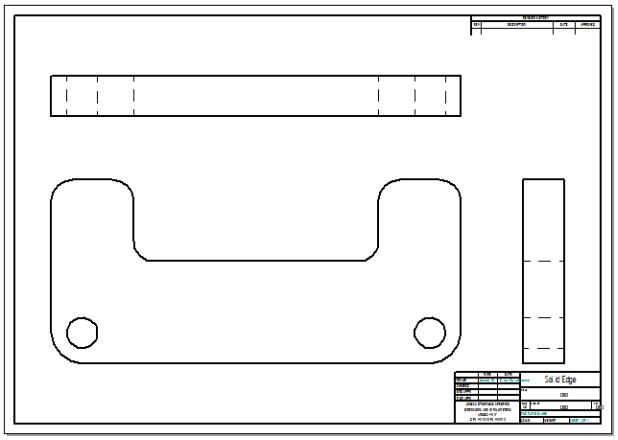

Figure 2-54 *Sheet after generating drawing views*
6. Enter the file name as *c02tut2.par* in the **File name** edit box. Next, choose the **Save** option from this dialog box; the part file gets saved and the drawing views are generated in the drawing area, as shown in Figure 2-54.